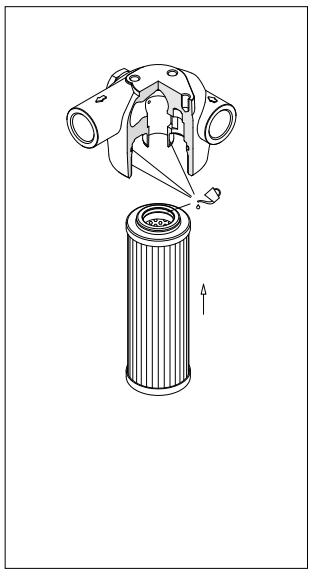

fig. 4
- (Fig. 4) Lubrificare con il fluido di lavoro l'O-ring dell'elemento filtrante, il codolo, l'O-ring e la sede della testata, quindi calzare l'elemento filtrante sul codolo. Prestare attenzione a non danneggiare la guarnizione O-ring